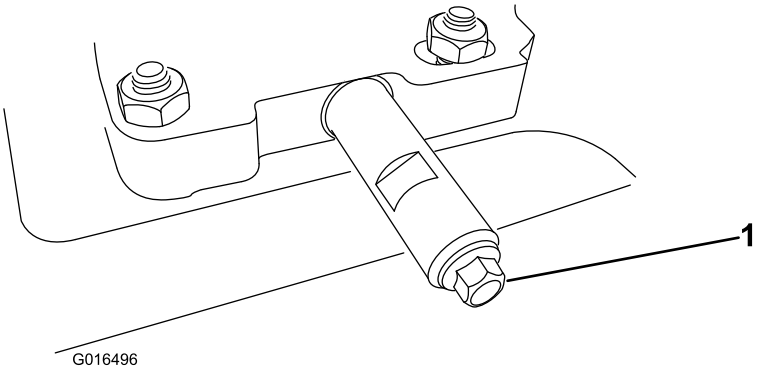

Figur 48
1. Gör rent omkring oljeurtappningslocket (Figur 48).